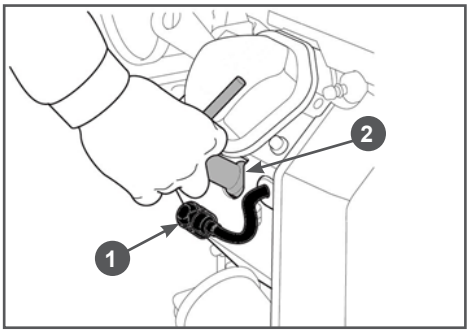

Рис. 13 Откручивание свечи зажигания
2. Открутите свечи зажигания свечным ключом 2 (Рис. 13).